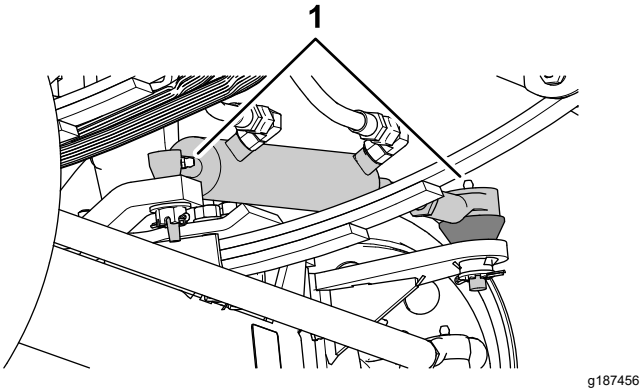
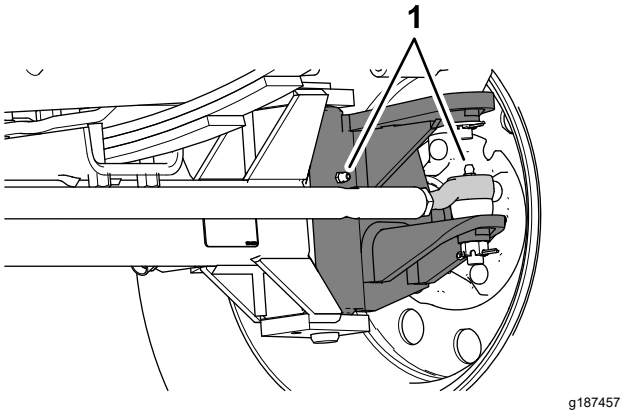

**Figur 71**
**Figur 72**
1. Torka av smörjnipplarna (Figur 71 och Figur 72).
2. Pumpa in fett i smörjnipplarna (Figur 71 och Figur 72).
**Obs:** Smörjnipplarnas lägen visas i Figur 71.